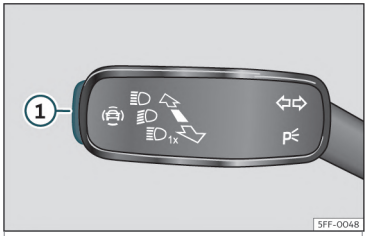

Fig. 63 Pe maneta pentru semnalizarea direcției și faza lungă: butonul pentru sistemele de asistență pentru șofer (în funcție de versiune).
- Apăsați scurt butonul››› **fig. 63** ① pentru a deschide meniul **Assistants (sisteme de asistență)**.